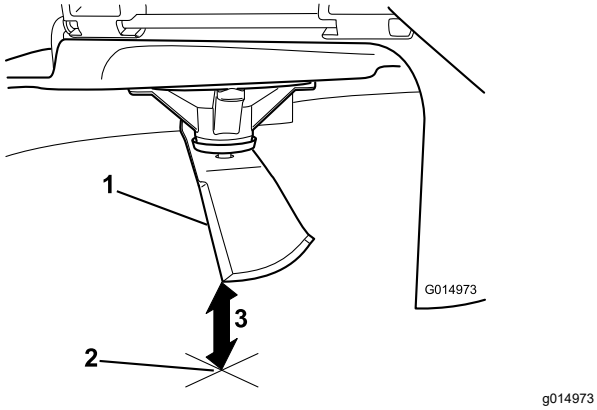

**Figur 77**
5. Mål fra knivtuppen til den flate overflaten (Figur 77).